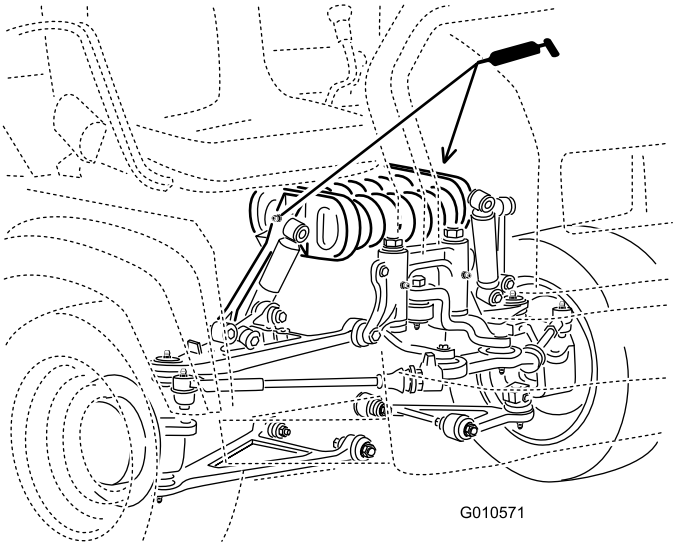

Figur 40
- Fjærtårn (2) som vist i Figur 40